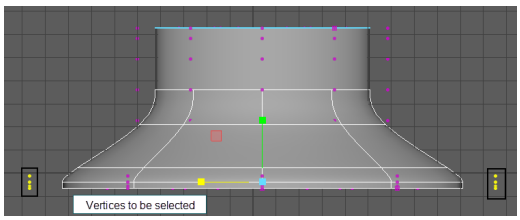
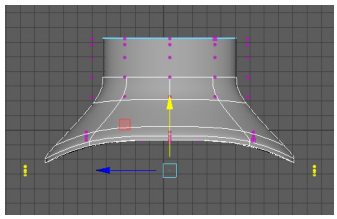

Figure 4-15 *Vertices to be selected*
Figure 4-16 *The modified mesh after moving the vertices*
2. Maximize the side-X viewport. Next, marquee-select the vertices using the SHIFT key, as shown in Figure 4-15. Next, choose **Move Tool** and move the vertices downward along the Y-axis, as shown in Figure 4-16.